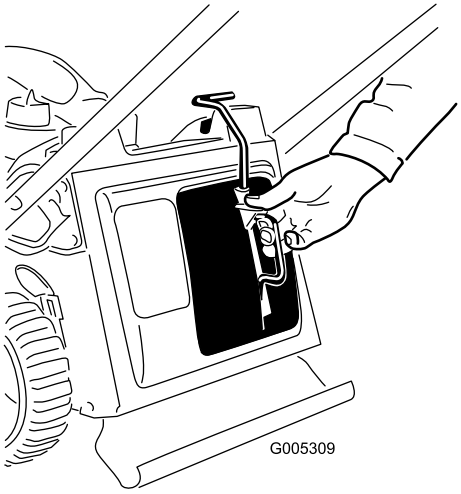

Figuur 32
3. Plaats de mulchplug (Figuur 32).